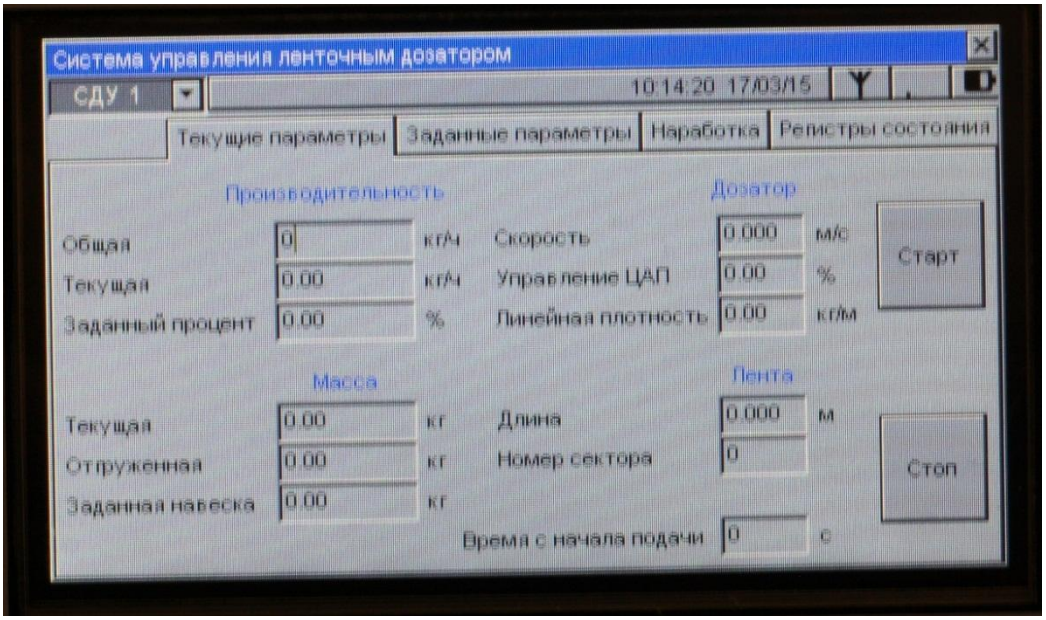

Рисунок 14 - Управление и контроль текущих параметров дозирования
Установив параметры дозирования перейти во вкладку "Текущие параметры" (Рисунок 14).
– перейти на вкладку "Текущие параметры", (см. рисунок 14). В открывшейся вкладке нажать кнопку "Старт". Должно начаться дозирование материала с заданной скоростью ленты дозатора;